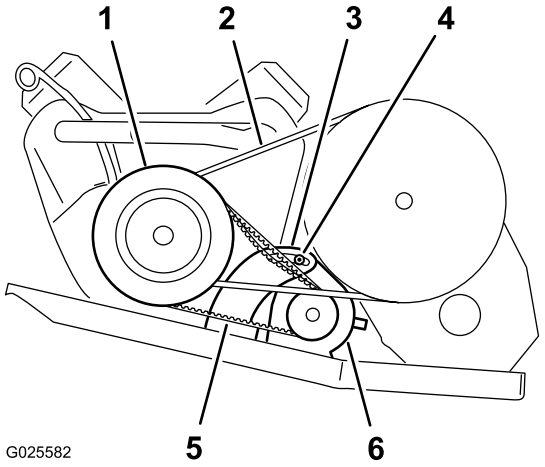

Figur 73
2. Løsn startgeneratorens drejemøtrik (Figur 73).
4. Tryk løftestangen nedad for at dreje starteren ned i åbningen, indtil remmen kun giver en afbøjning på 6 mm med en kraft på 44 N (Figur 73).
5. Tilspænd drejemøtrikken med håndkraft, og afmonter løftestangen (Figur 73).